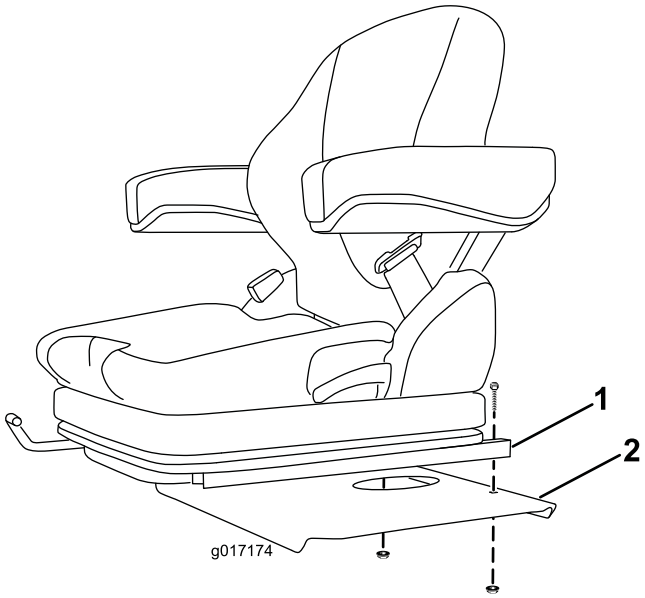

Figur 4
1. Monter bagenden af hver sædeslæde på sædesoklen med en bolt og flangemøtrik (Figur 4).